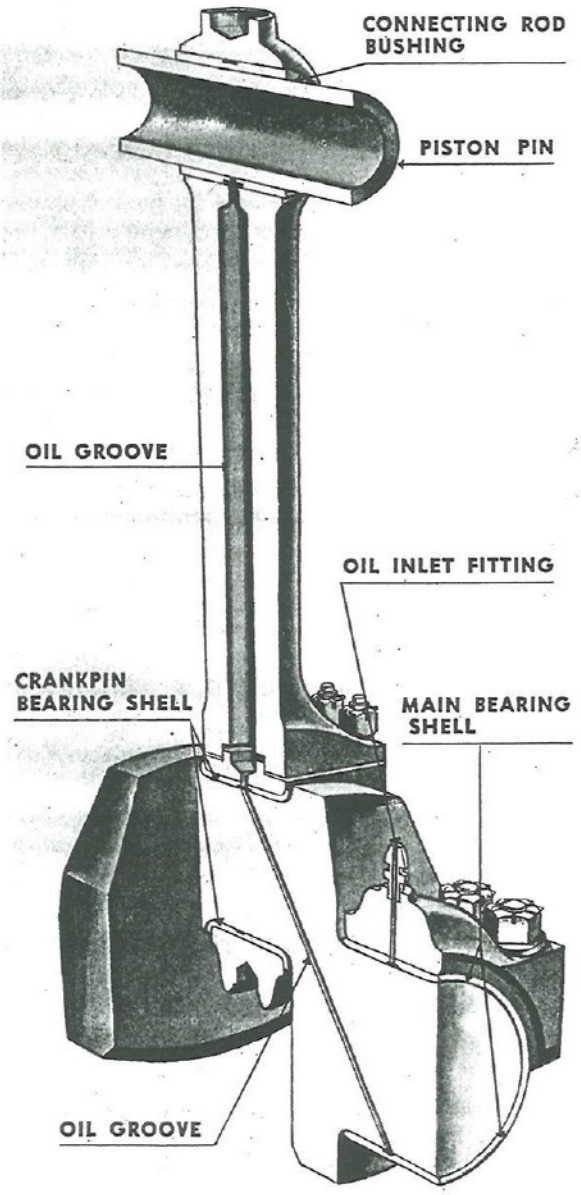

Fig. 14. Lubrication of Bearings
b. The oil is still under pressure, and it must travel on after lubricating the main bearings. Fig. 14 shows the path taken by the lubricating oil in the next step of its circulation. At the top of the main bearing there is a drilled hole and a connection through which the oil enters the main bearing. At the bottom of the main bearing journal a hole is drilled on a slant up through the connecting rod journal. This hole is drilled so that the opening is opposite the groove in top and bottom halves of the main bearing shell, and it opens into the groove